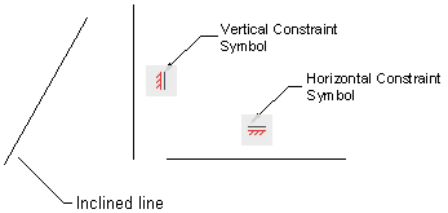

Figure 1-1 *The Vertical and Horizontal Constraint symbols*
On applying a constraint to an entity, the corresponding symbol is displayed near the entity, as shown in Figure 1-1. If you move the cursor over the symbol, the symbol will be highlighted and a cross mark (X) will be displayed. Click on the cross mark to hide the symbol. However, if you place the cursor on the entity on which a constraint has already been applied, a glyph will be displayed stating that a constraint is applied.